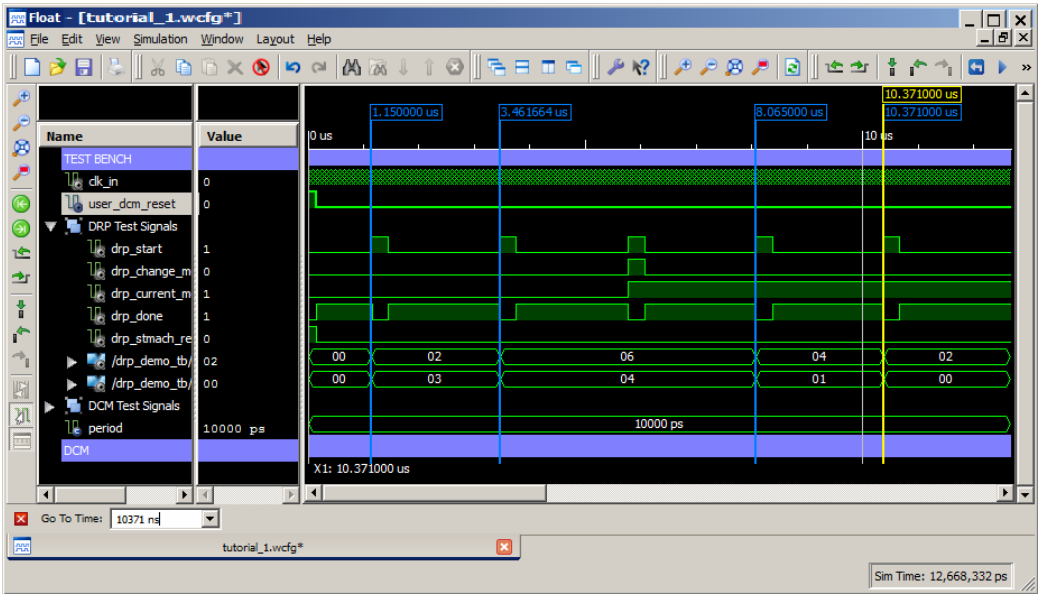

Figure 3-26: **Using Markers to Identify Start of Tests**
4. Search in the Console for the four tests performed by the testbench, and add a marker for each test start. The Wave window should look similar to Figure 3-26.